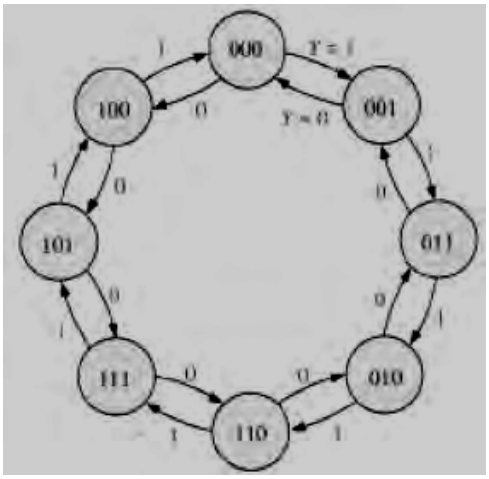

Figure 2
3. Design a 3-bit up/down counter of Gray code sequence as shown in Figure 2 using D flip-flops.